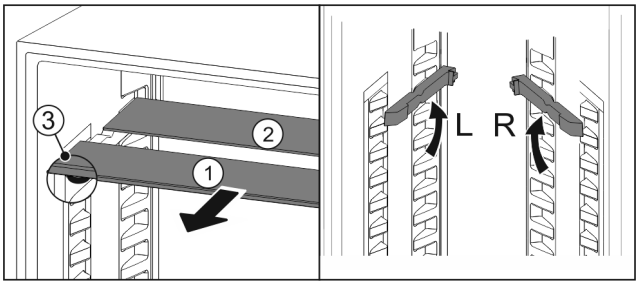

Fig. 150
- ▶ Pull the glass panels out *Fig. 150 (1)* from the front, one at a time.
- ▷ The glass panel *Fig. 150 (1)* and trim strip are at the front.
- ▷ The stops *Fig. 150 (3)* point down.